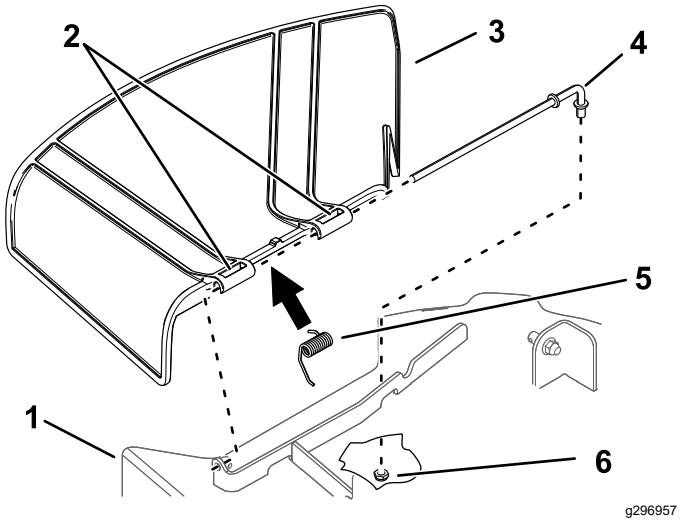

Figur 78
1. Avlägsna muttern (⅜ tum) från stången under klipparen (Figur 78).
2. Skjut ut stången från däckfästet, fjädern och gräsriktaren (Figur 78).
4. Montera den nya gräsriktaren (Figur 78).
7. Skjut stången genom gräsriktarens andra vridpunkt (Figur 78).
9. Fäst stångens bakre ände i klipparen med en mutter (⅜ tum) enligt Figur 78.